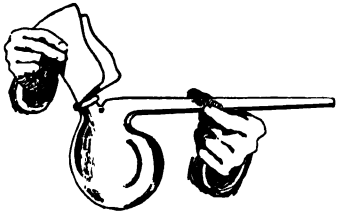

Fig. 34.
2. When it is adjusted, remove the retort, and pour through the tubulure from paper 8 or 10g of sodium nitrate, $NaNO_3$ (or KNO_3) and 10 or 20cc of sulfuric acid, H_2SO_4, holding the retort so as not to get any chemicals into its neck (Fig. 34). Note whether any action ensues, then replace the retort on the r.s.